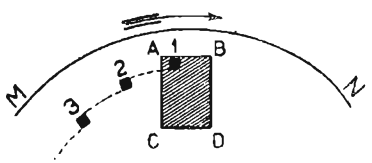

FIG. 1
Il modo migliore per ottenere tale suddivisione o analisi ottica, è quello di illuminare successivamente e secondo un certo ordine in un tempo brevissimo, la figura da trasmettere mercè l'uso del così detto disco rotante di *Plotnow* immaginato fin dal 1884, quando furono fondati i principî fisici della televisione. Esso consiste in un disco metallico *M N* (fig. 1) rotante a grande velocità (16 giri a secondo) munito di 50 fori come (1), (2), (3)..., aventi una certa superficie secondo le dimensioni della figura, e disposti, a intervalli regolari, verso la periferia del disco, secondo una spirale di Archimede. La distanza di due fori successivi è eguale alla larghezza della immagine *A B C D* da riprodurre, e ciascuno è più vicino del precedente, al centro del disco, per un certo intervallo. Avendo interposto il disco tra una sorgente di luce e la figura da trasmettere e facendolo rotare nel senso della freccia, è chiaro che la luce di ciascun foro, per es. (1), percorre una striscia orizzontale *A B* della immagine, in un tempo tanto più piccolo quanto più rapida è la rotazione; successivamente il foro seguente (2) percorre, nello stesso intervallo di tempo, una seconda striscia e così via, in guisa che l'immagine da riprodurre viene, ad ogni giro del disco, percorsa dal raggio luminoso e suddivisa in 50 elementi orizzontali contigui; e poichè il disco compie 16 giri al secondo, detto percorso o separazione in elementi avrà luogo, ad ogni giro, in 1/16 di secondo, cioè in un tempo minore di quello corrispondente alla persistenza delle immagini.